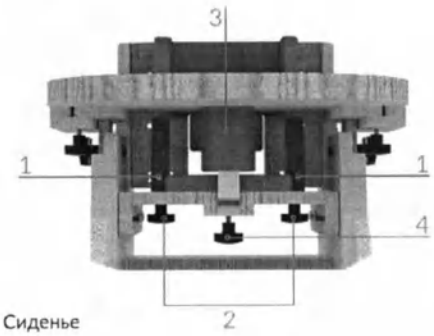

Рис. 3 – Сиденье
Для регулировки ширины сиденья с помощью боковых съёмных упоров (1, рис. 3) необходимо использовать барашки (2). Для регулировки абдуктора (3) по вылету необходимо использовать барашек (4).